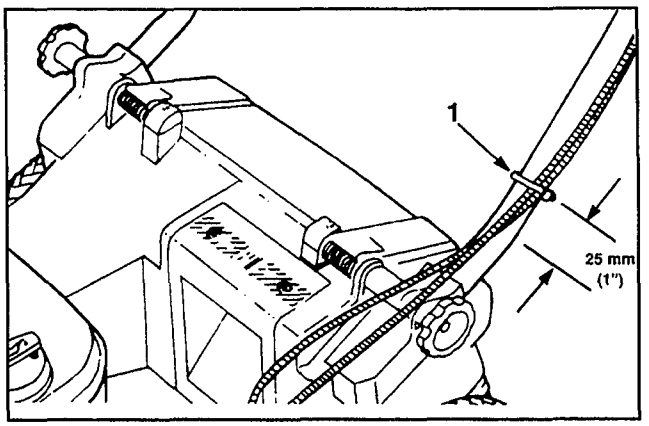

**Figura 3**
**6.** Usate un fermaglio per fissare il filo(i) al lato inferiore del tubo di sinistra (Fig. 3). Il fermaglio dovrebbe essere situato a 25 mm (1") dalla curva della stegola. Vedere la figura 3 per la posizione corretta.